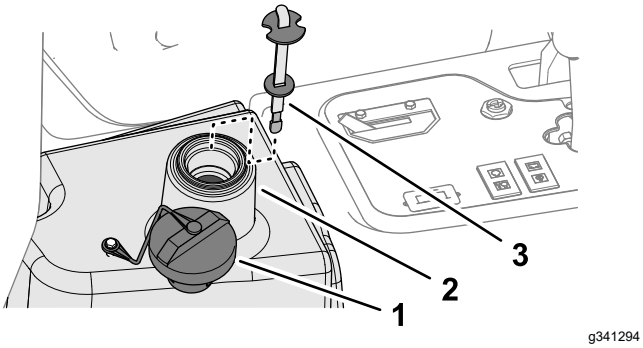

**Figur 88**
2. Gör rent omkring hydraulvätsketankens påfyllningsrör och lock (Figur 88) och ta sedan bort locket.